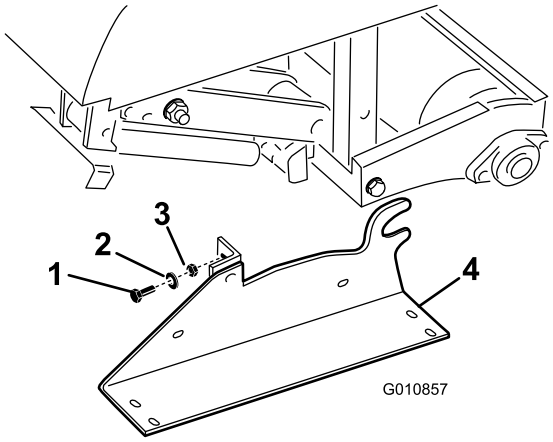

Rysunek 32
2. Odkręć śruby, zdejmij podkładki sprężyste i nakrętki mocujące podpory magazynowe do każdej ze stron aeratora (Rysunek 32).